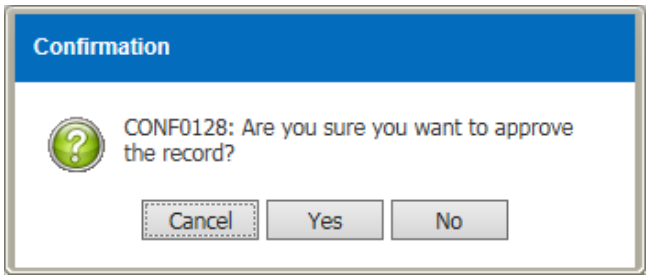

Figure 3.2.3-13 Confirmation Message
- *Information Message will display after click on the* Yes *buttom as Figure 3.2.3-14*